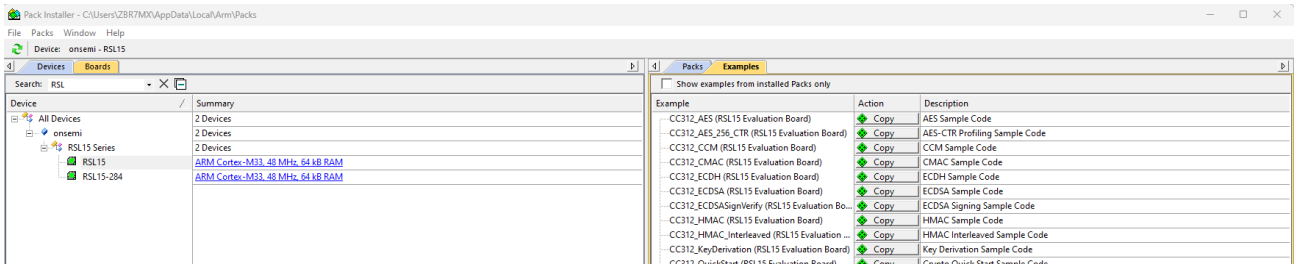

Figure 25. Pack Manager Perspective: Examples Tab
2. Choose the example project called *blinky*, and click the **Copy** button to import it into your workspace (see the "Pack Manager Perspective: Examples Tab" figure (Figure 25)). Choose a destination folder for a copy of the sample code. We recommend leaving the **Launch µVision** checkbox checked.